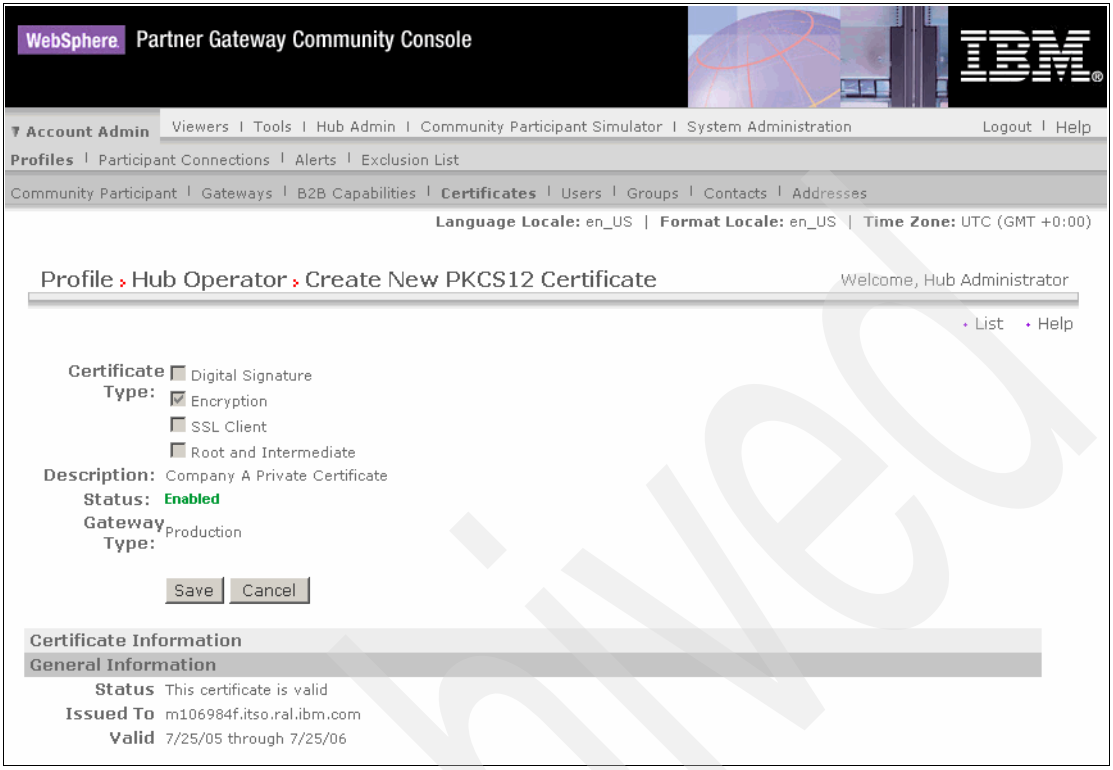

Figure 8-29 Saving the uploaded certificate (1 of 2)
5. The server now reviews the certificate and presents us with information about it as shown in Figure 8-29 on page 233 and Figure 8-30 on page 234. Review this to make sure that we upload to the server what should be uploaded. Then click **Save**.